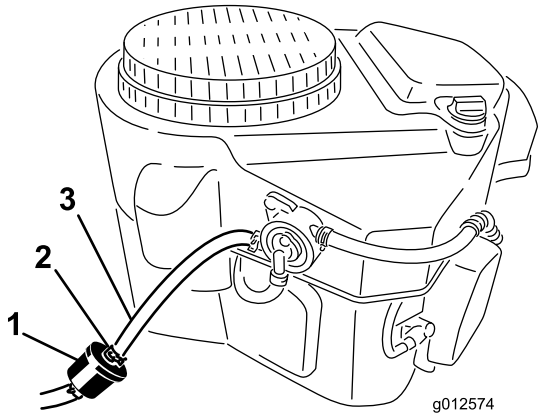

Figur 51
2. Rengør området omkring tankdækslet for at forhindre, at der kommer snavs i brændstoftanken (Figur 51).
4. Klem slangeklemmernes ender sammen, og skub dem væk fra filteret (Figur 51).